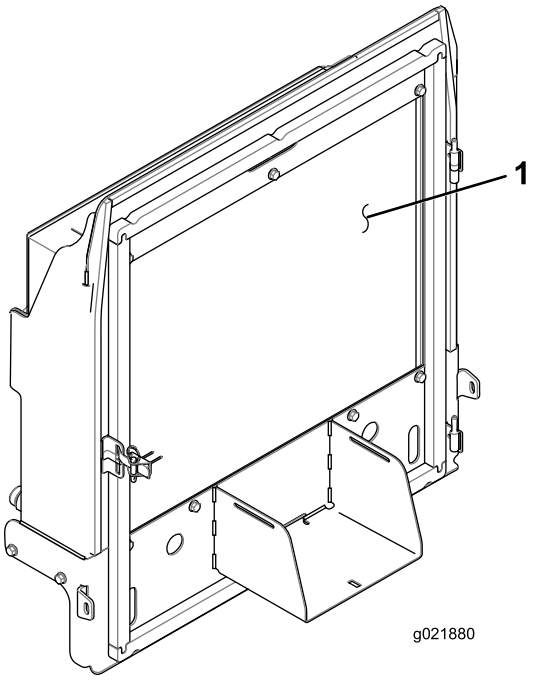

**Figur 85**
4. Rengjør begge sidene av skjermen og radiator/oljekjøler grundig med trykkluft (Figur 85).